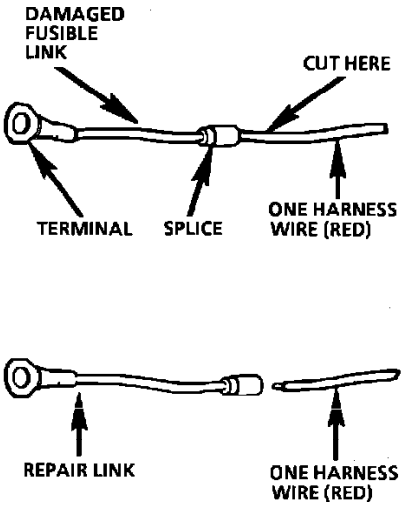

Fig. 4 Single Wire Feed Fusible Link
- To replace a damaged fusible link, **Fig. 4**, cut it off beyond the splice. Replace with a repair link. When connecting the repair link, strip wire and use staking-type pliers to crimp the splice securely in two places. For more details on splicing procedures, see **SPLICING COPPER WIRE.** Use Crimp and Seal splices whenever possible.